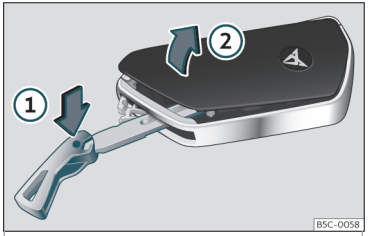

Fig. 68 Llave del vehículo: abrir la tapa del compartimento de la pila.
- Introduzca el espadín en la ranura ››› **fig. 68**, presiónelo en el sentido de la flecha ① y desprenda la tapa haciendo palanca ②.